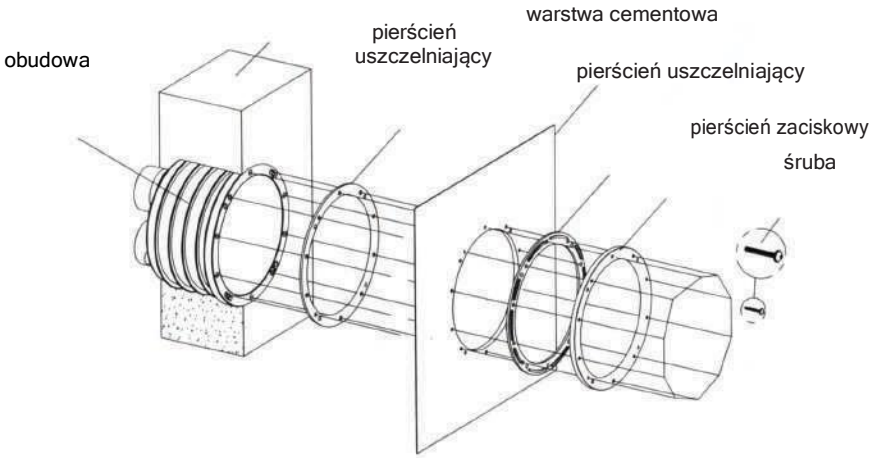

rys. 8.
A) Obudowa urządzenia przeciwprądowego musi być zamontowana w tej samej płaszczyźnie co ściana betonowa (Rys. 8).
C) Przymocuj pierścień gumowy do pierścienia montażowego za pomocą 10 śrub M6x30 (Rys. 8).